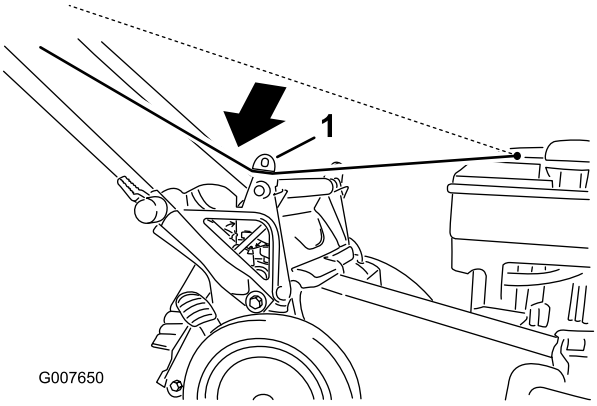

Figuur 25
1. Laat het startkoord rond de onderste koordgeleider lopen (Figuur 25).